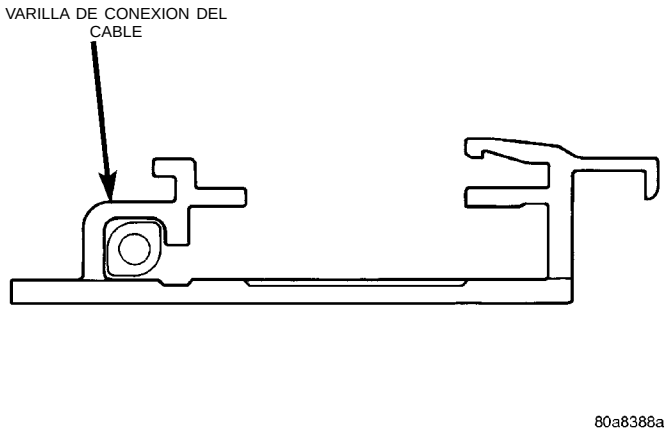

Fig. 1 Vista delantera de la guía
(1) Empuje el cable del techo solar a través del tubo de impulsión (2 ó 3).
(2) Acople el cable del techo solar con el mecanismo del techo solar (9) asegurándose de que la varilla de conexión del cable esté inclinada en un ángulo de 45 grados hacia el interior del vehículo (Fig. 1).
(3) Instale el localizador delantero (7 u 8) sobre el cable del techo solar. Puede facilitarse la instalación si se mueve el mecanismo del techo solar ligeramente hacia atrás.
(4) Mueva el techo solar a la posición de completamente hacia adelante.
(5) Instale el motor de impulsión del techo solar (10).
(6) Instale el panel de cristal del techo solar (5). Consulte los procedimientos que se describen en esta sección.